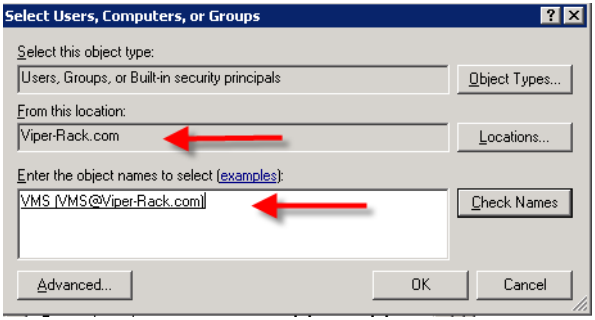

Figure 2-29 Select Users
6. Ensure that the Location selection is the domain, then type "VMS" in the object names box and click the **Check Names** button. If the location is correct, the object name will be found and displayed underlined, as shown by the example in figure 2-29.